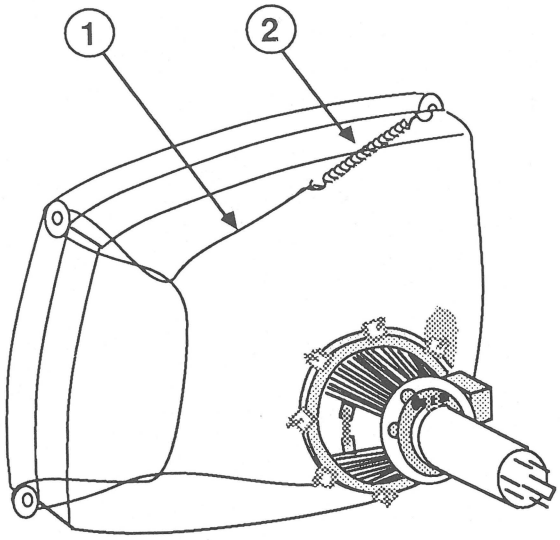

FIGURE 17A
17. Observe how the silver ground wire (Figure 17A, #1) is connected to the four corner mounting tabs of the CRT. Disconnect the spring (Figure 17A, #2) that secures the ground wire to the fourth corner mounting tab, and remove the ground wire from CRT. Save the ground wire and spring to install on the replacement CRT.
2. Loop the silver ground wire around the three corner mounting tabs and reconnect the spring to the fourth corner tab, as shown in Figure 17A.